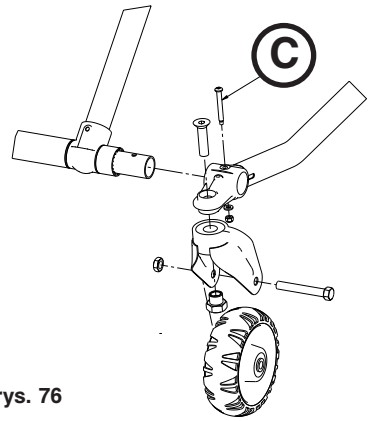
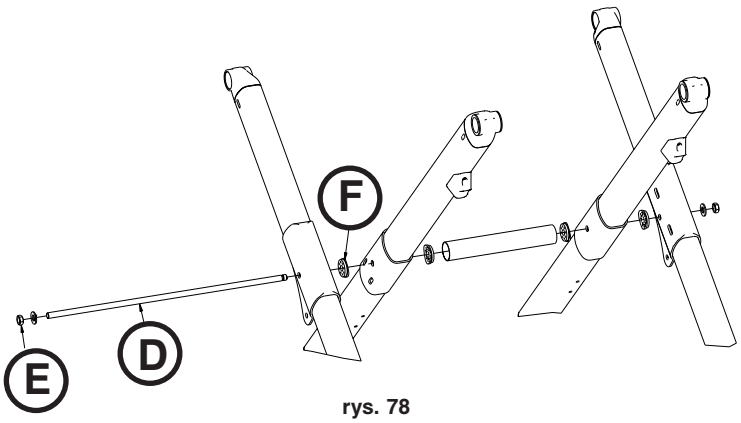

rys. 76
rys. 78
4. Za pomocą klucza kombinowanego 3/8 cala i 7/16 cala wykręcić wszystkie cztery śruby kółek samonastawnych (C) mocujące zewnętrzne zespoły rury podnoszącej do dolnej rury podstawy (rys. 76).
5. Korzystając z dwóch kluczy kombinowanych 9/16 cala i młotka bezodrzutowego zdemontować pręt połączeniowy podstawy (D) i sześciokątną przeciwnakrętkę piasty (E).
Uwaga: Zachować pozostałe luźno łożyska (F) (rys. 78).